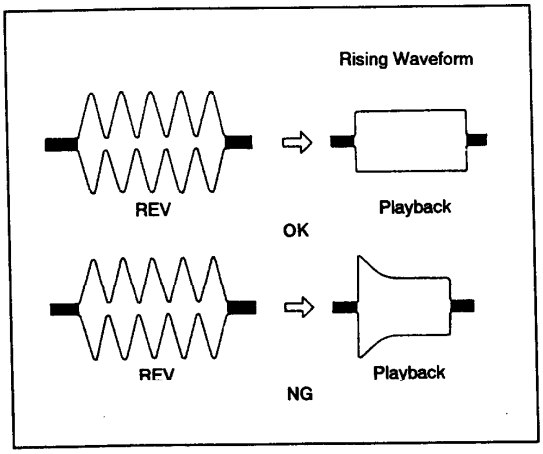

Fig. 4-9.
6) If the waveform is not normal (See Fig. 4-9), turn the upper flange ❸ of the No. 2 guide (TG-2) ❶ 90° counter-clockwise and repeat step 5.